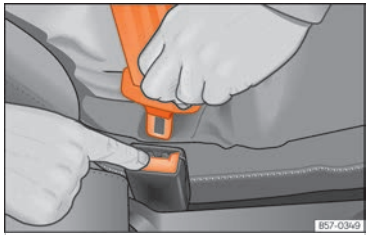

Fig. 21 Release the seat belt's latch plate.
- Press the red button on the buckle ››› Fig. 21. The latch plate is released from the buckle.